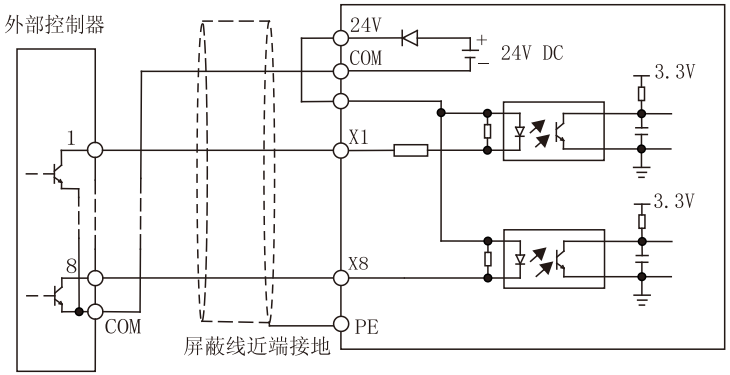

图3-8使用变频器内部+24V电源的源极连接方式
1)使用变频器内部+24V电源，外部控制器为NPN型的共发射极输出的连接方式，如图3-8所示。